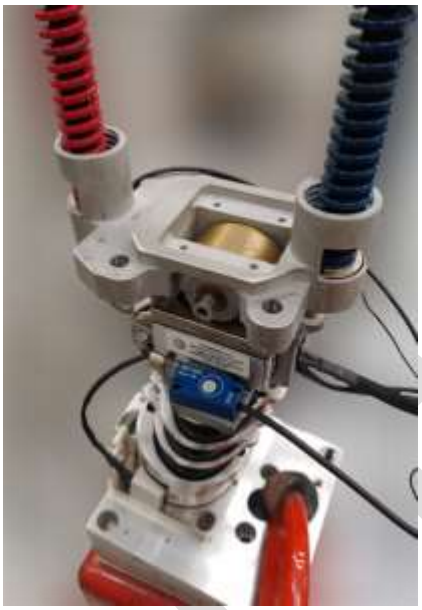

Figure 3-15. Measuring angle using Upper Neck Tilt Sensor.
3.5.9 Manipulate the neck bend and adjust the head/neck mounting platform (474-2302) until an inclinometer at the upper neck plate and on the top surface of the Head/Neck Mounting Platform are reading 0 ± 0.2° about the Y-axis and 0 ± 0.5° about the X-axis (Figure 3-14). The Upper Neck Tilt Sensor (SA572-S44) can be used instead of an inclinometer (Figure 3-15). Gently tighten the front and rear M5 x 0.8 adjustment nuts to temporarily hold mounting platform orientation. NOTE: Make sure neck bend is stable before continuing.